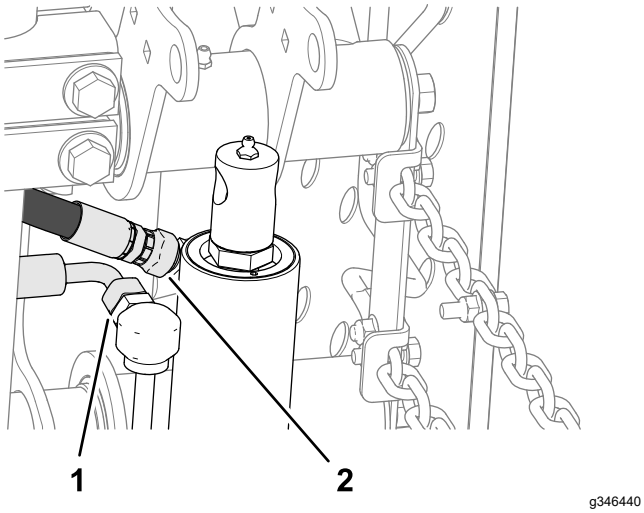

Figuur 14
2. Maak aan de hefcilinder de rechte wartelfitting van de retourslang los en de 90° wartelfitting van de hefslang los (Figuur 14).